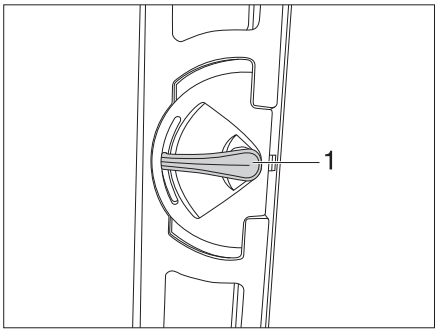
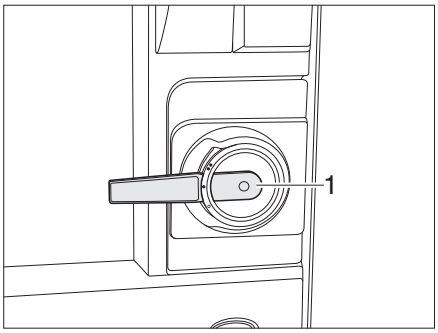

Fig. 20 Variant 1: Door lock of conversion door, inside, open
Fig. 22 Variant 2: Door lock of conversion door, inside, open
- Push the handle (Fig. 20,1 or Fig. 22,1) down.